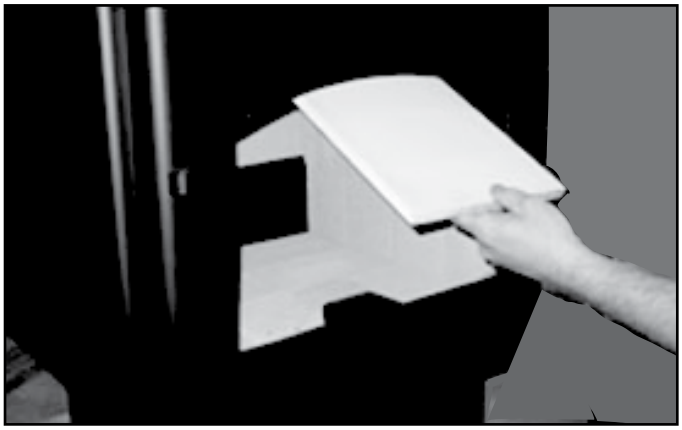

Figure 23.1 - Déflecteur
2. La plaque-déflecteur est en deux parties. Quand la laine céramique isolante est en place, glissez une des parties du déflecteur par-dessus l'autre et sortez-la par l'ouverture de la porte, puis enlevez la partie du bas **(Figure 23.1)**.